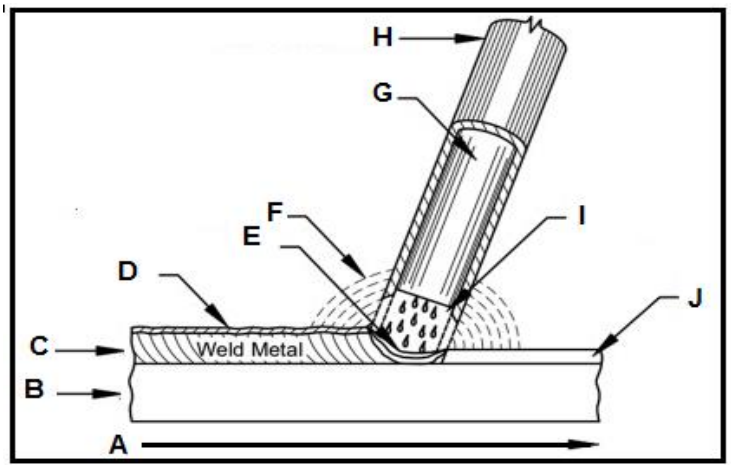

FIGURE 1 (10)
2.1 FIGURE 1 below shows a shielded metal arc welding process (SMAW). Name the labelled components by writing only the answer next to the letter (A–J) in the ANSWER BOOK.